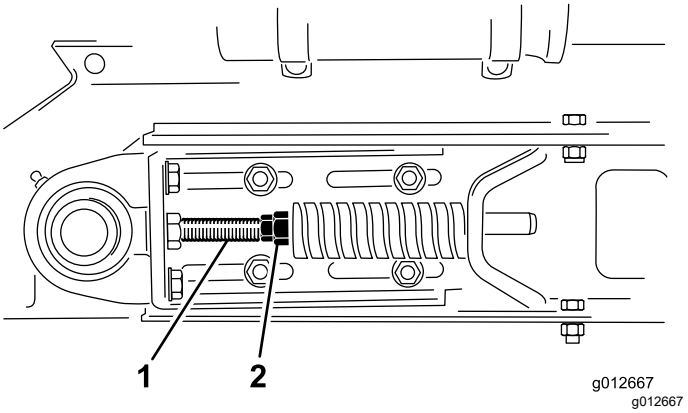

Figur 30
1. Lossa de främre och bakre kontramuttrarna på spännstången för att frigöra fjäderspänningen (Figur 30).